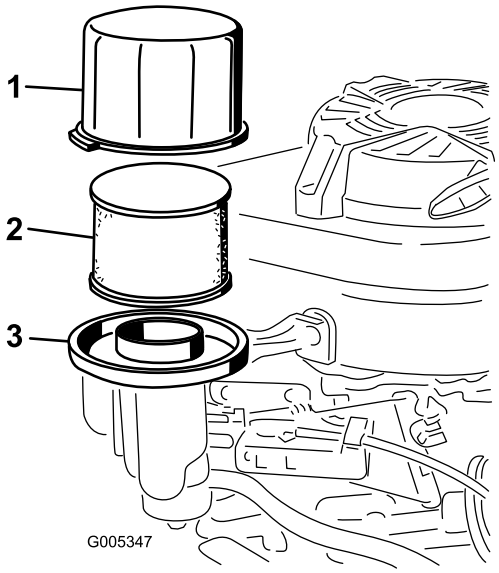

Figur 21
3. Ta bort skyddet och rengör det noga (Figur 21).
4. Ta bort skumförrenaren och pappersluftfiltret från luftrenarens bas (Figur 21)